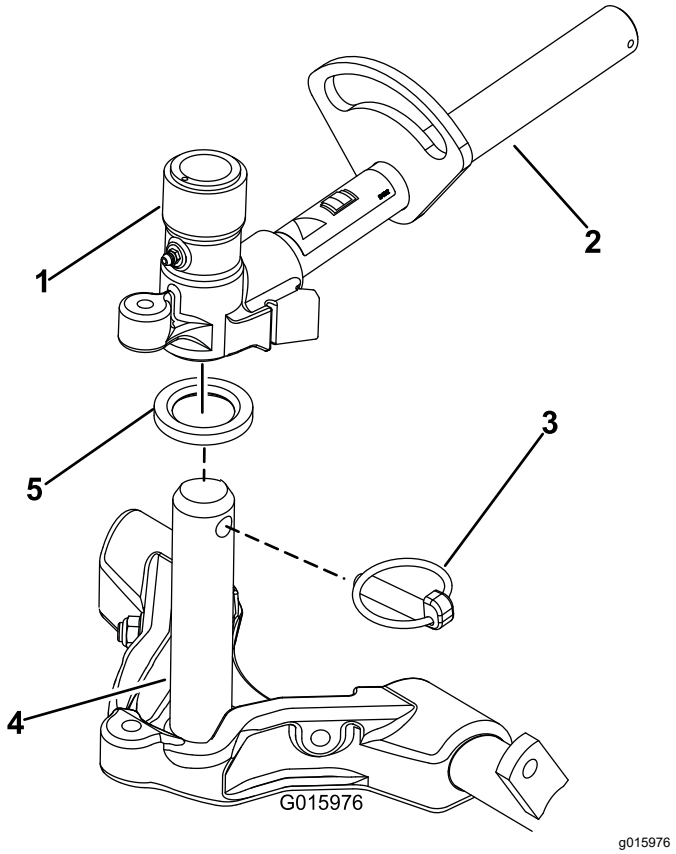

Figuur 16
9. Breng een laag schoon smeermiddel aan op de as van het draagframe (Figuur 16).
10. Als u een voormaaidek monteert, moet u het maaidek onder de hefarm schuiven, terwijl u de as van het draagframe in het juk van het draaipunt van de hefarm steekt (Figuur 16). Zorg ervoor dat de drukring zich op zijn plaats op de as van het draagframe bevindt.
11. Monteer de as van het draagframe op het juk van de hefarm met de lynchpen (Figuur 16).
B. Plaats het juk van de hefarm op de as van het draagframe (Figuur 16).